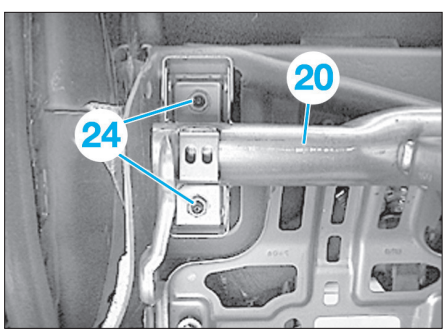

Fig. 23
• Déposer les vis (23) du bloc de chauffage sur le tube support (20).
• De chaque côté, défaire les écrous (24) côté droit au niveau du tube-support (20) **(Fig.23)**.